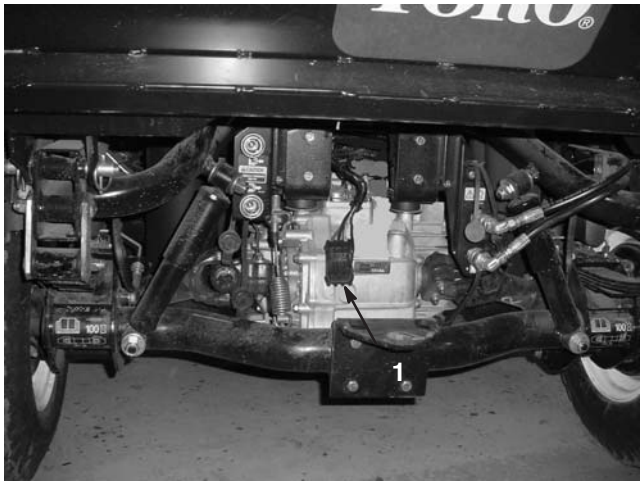

Figura 6
6. Encaminhe a cablagem até à parte traseira da máquina, como se mostra na Figura 6.